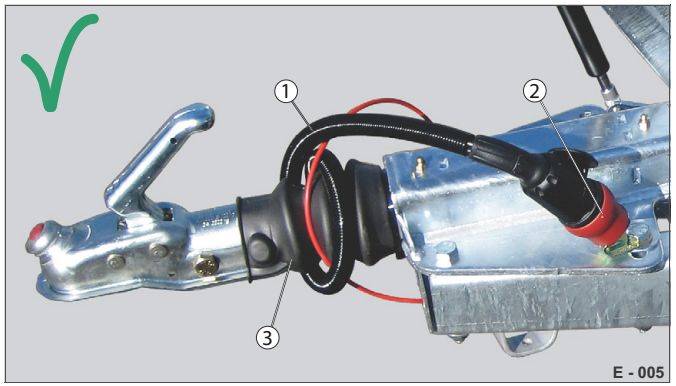

Abb. 7 Vedení kabelu
▶Opatrně oviňte kabel (Abb. 7/1) kolem oje / pryžové manžety (Abb. 7/5) – nevyvíjejte na kabel žádné napětí.